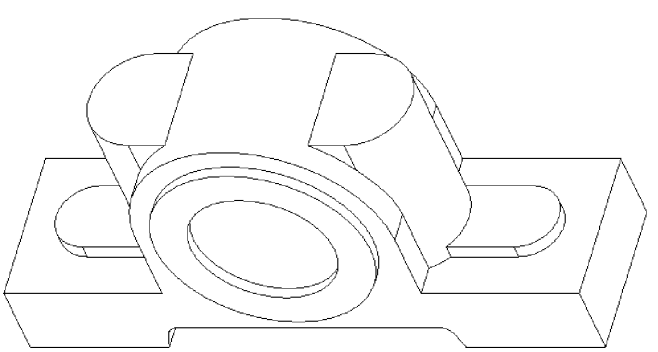

图 3-30 使用拉伸特征切割基座
(5) 单击【草绘】选项卡中的 ✔ 按钮,退出草绘状态。
(6) 在【拉伸】操控面板中设置计算拉伸长度的方式为 ⊟,即关于草绘平面双向对称。
(7) 在【拉伸】操控面板中设置拉伸特征的拉伸长度为 50.00。
(8) 在【拉伸】操控面板中单击【移除材料】按钮 ◿,设置移除材料。
(9) 在【拉伸】操控面板中单击【反转】按钮 ⤢,调整材料的移除方向。
(10) 预览无误后单击 ✔ 按钮,完成拉伸特征的创建,结果如图 3-30 所示。